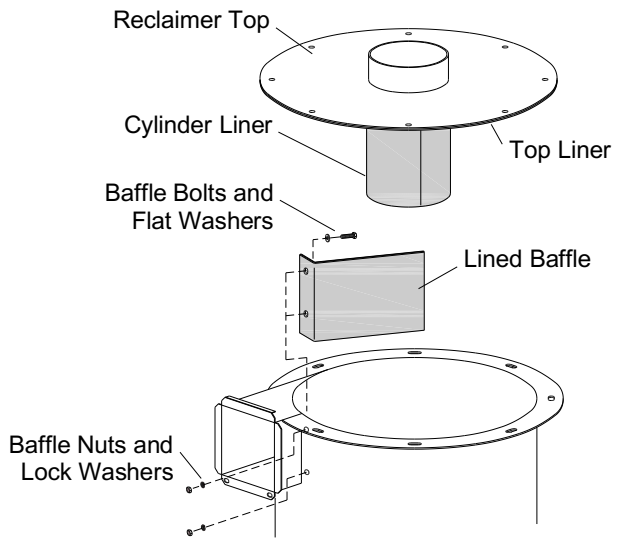

Figure 45
**7.12.7** Remove the bolts and nuts, securing the reclaimer top, and then remove the top (and top liner and cylinder liner if the reclaimer is currently lined), as shown in Figure 45.
**7.12.10** Remove the nuts and washers located along the right side of the inlet and remove the lined baffle through the top of the reclaimer, as shown in Figure 45.